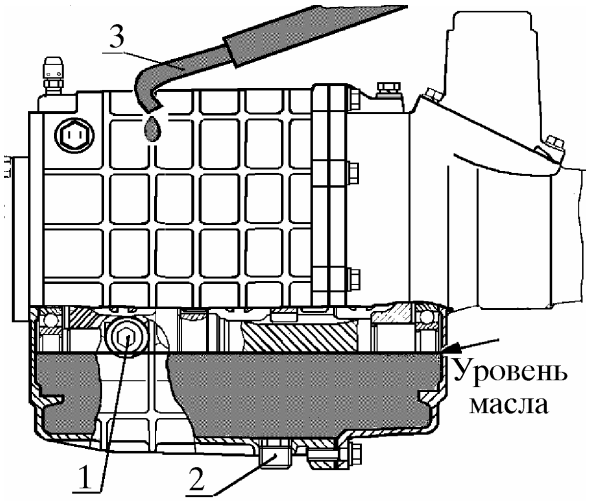

Рис. 43. Проверка уровня масла в КПП:
5.19.1. Вывинтить пробку 1 (рис. 43) из картера коробки передач